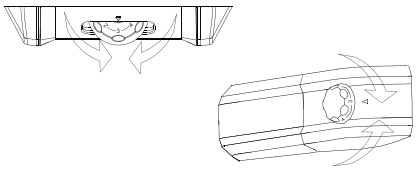

Fig.11
**Normalmente non è necessario intervenire sulla manopola del termostato. Solo nel caso si riscontri un eccessivo raffreddamento dei prodotti contenuti nel vano frigorifero si consiglia di ruotare leggermente la manopola del termostato verso lo 0. (fig.11)**